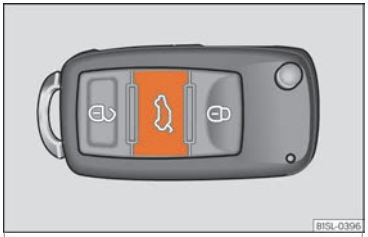

Fig. 107 On the vehicle key: button to unlock and open the boot hatch.
- Press the button on the vehicle key ››› Fig. 107 for about one second to unlock the rear lid.